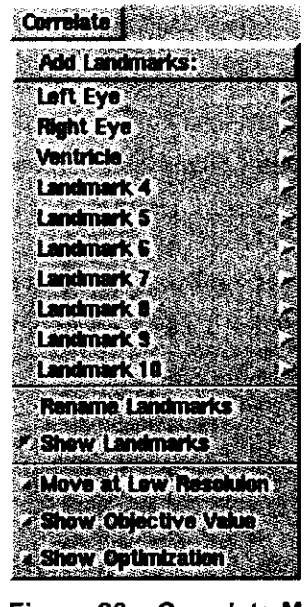

**Figure 26 Correlate Menu**
**Step 3.** From the Correlate menu (*Figure 26 Correlate Menu, page 28*), select one of the ten Landmark structures for either CT or MR. Only one landmark, the active one, can be delineated at a time. The active landmark label is shown on the upper left corner of all the 2D image windows. The landmark polygon is in shades of blue for CT (light blue for the active one, royal blue for others) and in shades of green for MR (light green for the active one, dark green for others).
**NOTE:** You can speed up mouse adjustments of the MR image by turning on the Move At Low Resolution option from the Correlate (*Figure 26 Correlate Menu, page 28*) menu.